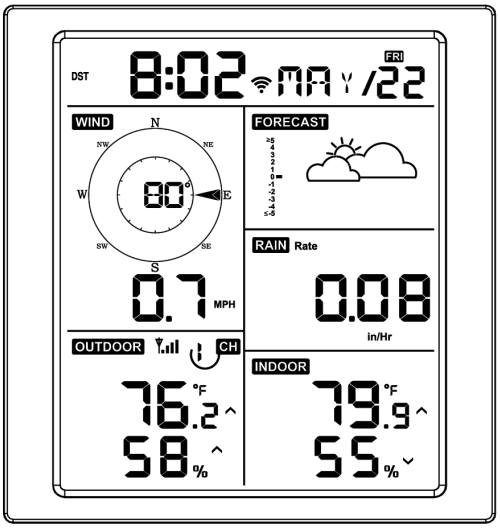
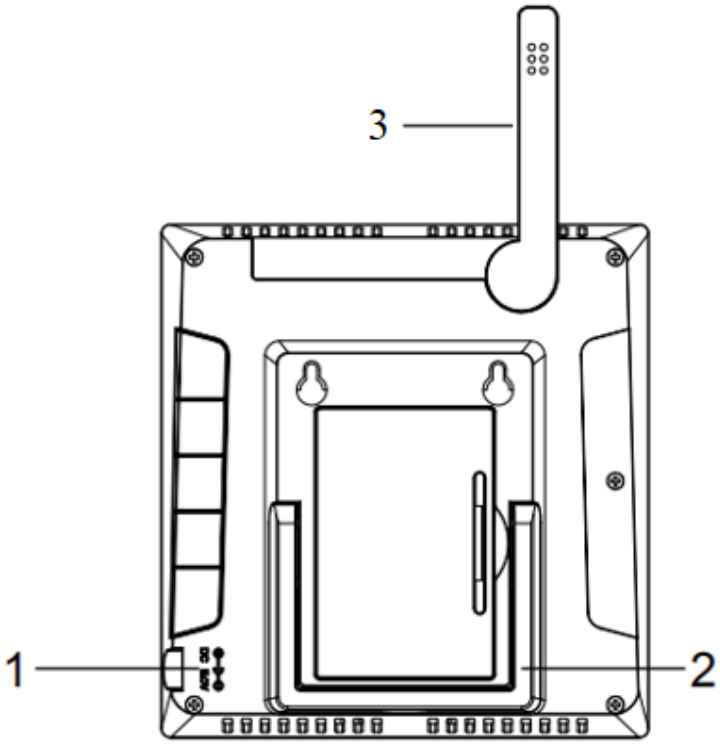
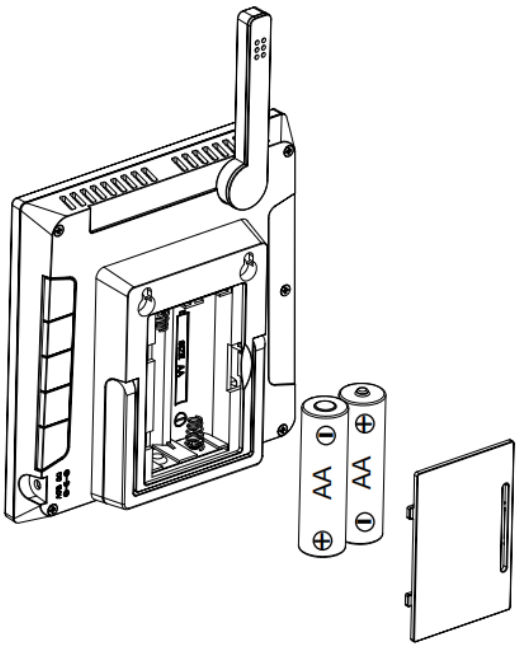

Figure 10
Figure 11
Figure 12
The front and back of the display console is shown in Figure10 and Figure 11.
(1) A/C power port for A/C adapter part# WS-1965-AC
(2) Unfold the desk stand and place 5 to 10 feet away from the outdoor sensor array per Figure 11.
(3) Sensor arm containing temperature and humidity sensor.
(4) Remove the battery door on the back of the console and insert 2 x AA Alkaline or Lithium batteries per Figure 12. Wait several minutes for the remote sensors to synchronize with the display console.